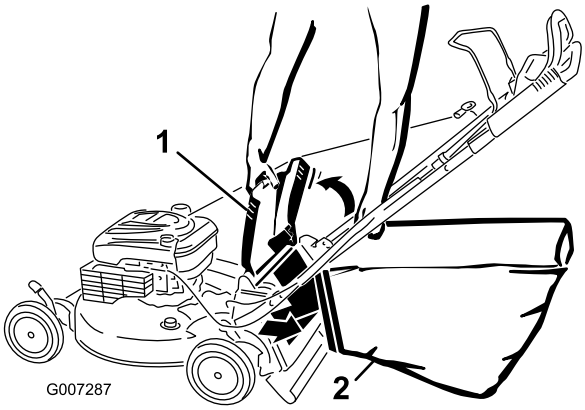

Figur 23
4. Sæt posens øverste forkant fast i rillerne (Figur 23).
4. Monter bagudblæsningsdækslet (figur 23).